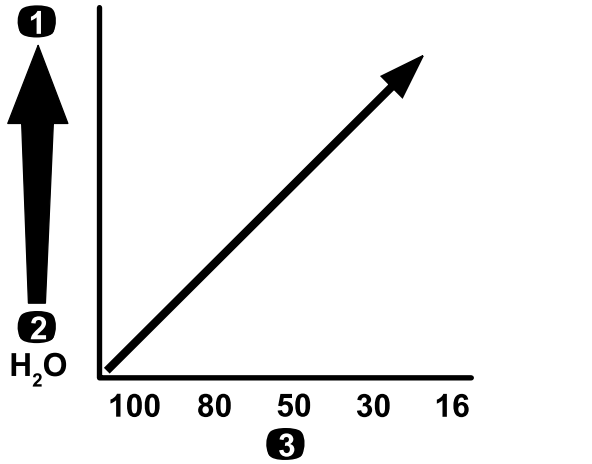

**Figur 25**
***Viktigt:*** **När du sprutar med kemiska produkter med högre viskositet (tjockare) eller lösningar med slampulver kan du behöva använda ett grövre skärmnät för tryckfiltertillvalet. Se Figur 25.**